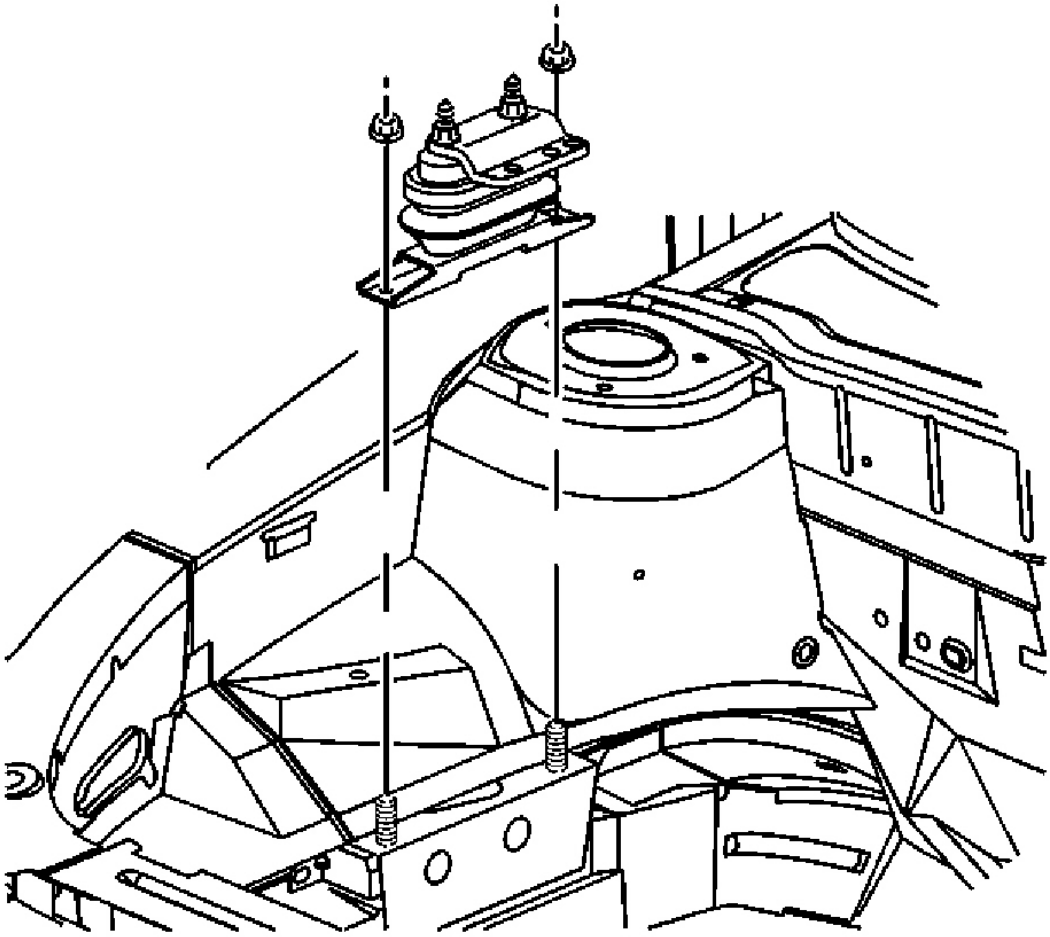

Fig. 25: Removing & Installing Engine Mount
4. Lower the engine in order to remove the drive belt. See **Fig. 25** . Remove the drive belt.